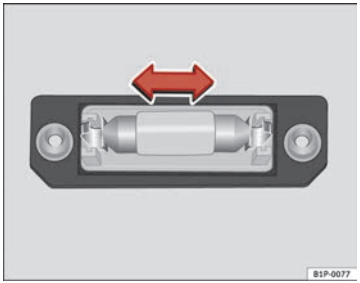

Fig. 177 Number plate light
– Remove the bulb, moving it in the direction of the arrow and outwards ⇒ fig. 177.